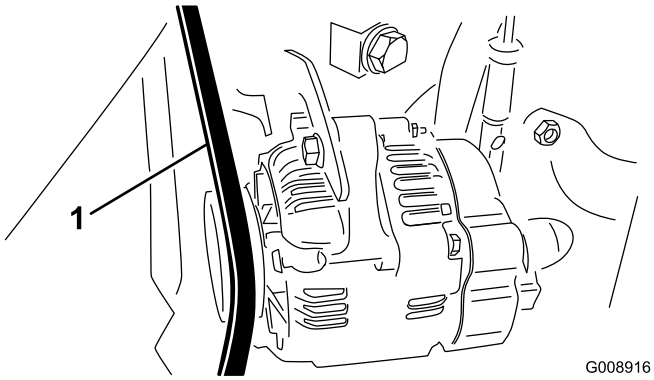

Figur 69
2. Kontrollera spänningen genom att trycka ned generator-/fläktremmen mittemellan generatorn och vevaxelskivorna med en kraft på 10 kg (30 Nm) (Figur 69).